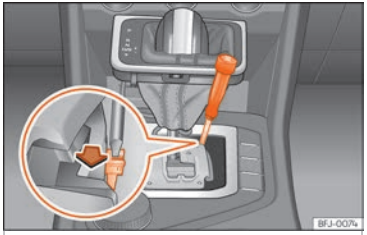

Fig. 169 Levier sélecteur : déverrouillage d'urgence de la position de parking.
- En utilisant le côté plat d'un tournevis, appuyez latéralement sur la languette jaune et maintenez ››› **fig. 169** .